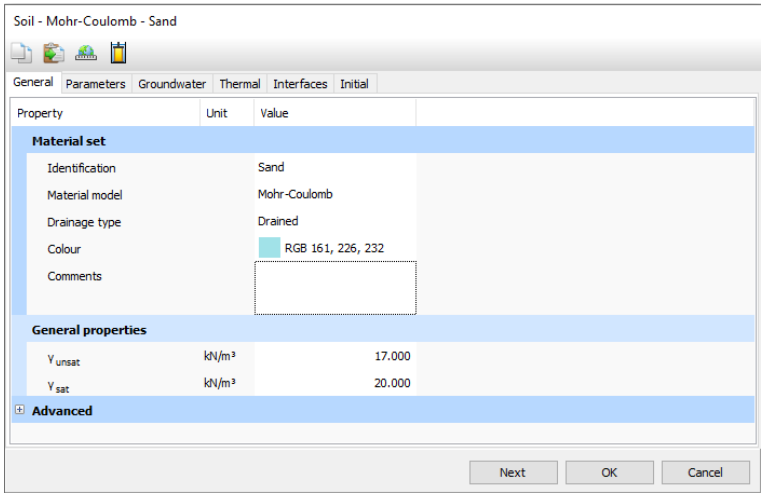

*Figure 3: The **General** tabsheet of the **Soil** window*
4. Enter the proper values in the **General properties** box (Figure 3 (on page 15)) according to the material properties listed in Table 1 (on page 14). Keep parameters that are not mentioned in the table at their default values.